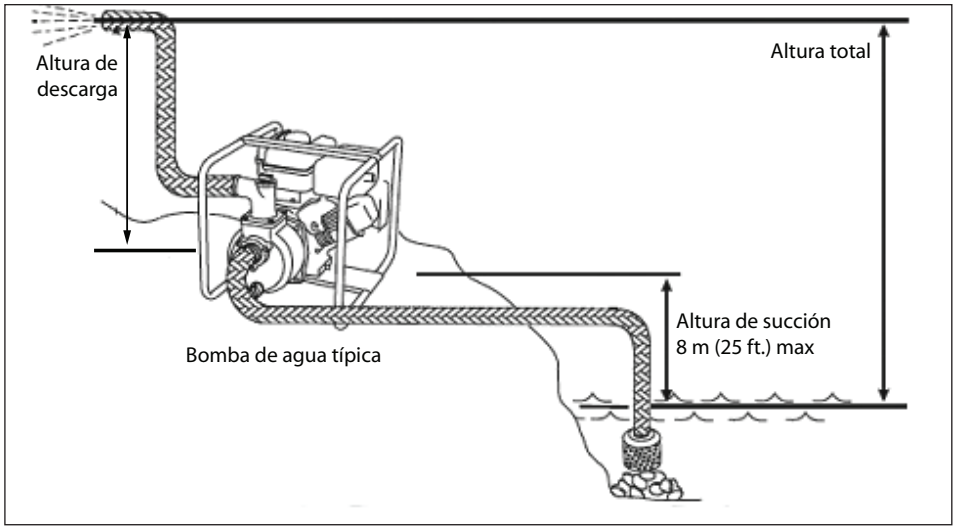

FIGURA 1
a) **UBICACIÓN:** Para una instalación permanente, ponga la bomba en un lugar limpio, seco y ventilado. **Mantenga la línea de succión lo más corta posible.** El mantenimiento de la longitud de la cañería lo más corta posible, permitiráque la bomba funcione al máximo de su eficiencia y también asegurar que la carcasa no se recaliente debido a la ausencia de agua (Figura 1).